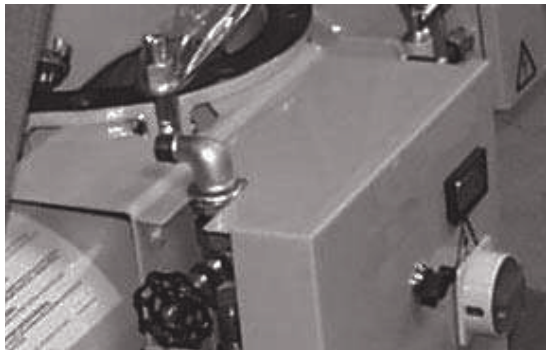

Figure 10: Fastening the S40 EC switch cabinet
- Fasten the base plate and the continuous-flow mixer to the silo butterfly valve with the two remaining bolts (Figure 10).